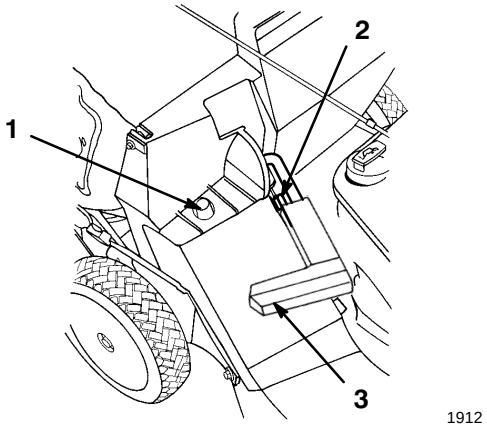

**Figure 14**
2. Make sure that the discharge door handle is fully forward and the pin is contacting the catch (Fig. 14).
3. Slide the hole in the bag frame onto the retaining post on the housing (Fig. 14).
2. Raise the discharge door handle and move it forward until the locking pin contacts the catch (Fig. 14).